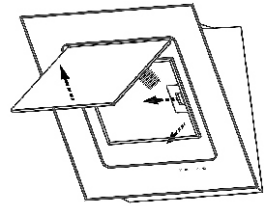

рис. 4
8.3 Для очистки алюминиевого фильтра извлеките его из вытяжки (рис.4). Произведите очистку фильтра с помощью щетки горячим водным раствором нейтрального моющего средства вручную или в посудомоечной машине (при 60°С). Сильно загрязненный фильтр не следует мыть в посудомоечной машине вместе с посудой. Старайтесь не сгибать фильтр при мойке. Возможное изменение цвета фильтра, с течением времени, не приводит к снижению эффективности его действия.
Чтобы снять алюминиевый фильтр, нажмите на пружинный замок фильтра и потяните его на себя (рис. 4).
6.1.2 Перед установкой кухонной вытяжки снимите алюминиевый фильтр (рис. 4). Предварительно откройте стеклянную откидную панель:
- потяните за нижний край откидной панели, как показано на (рис. 4) и откройте ее;